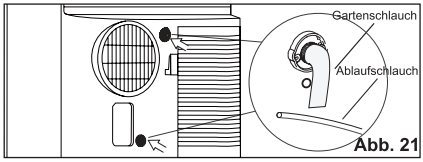

Abb. 21
- Schließen Sie ein Ende des Gartenschlauchs (separat erhältlich) oder den Ablaufschlauch an die Ablauföffnung an und führen Sie das andere Ende in einen Abfluss, der sich unterhalb des Geräts befindet (Abb. 21).